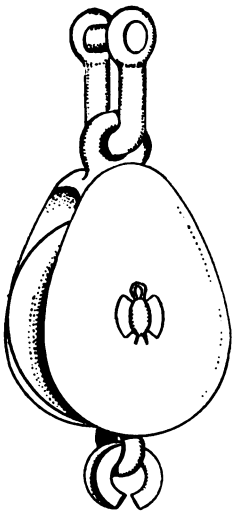

Fig 1
M.C.I. (*malleable cast-iron*) *Blocks* are either single, double, or treble iron blocks with metal sheaves, used for general use (Fig. 1).